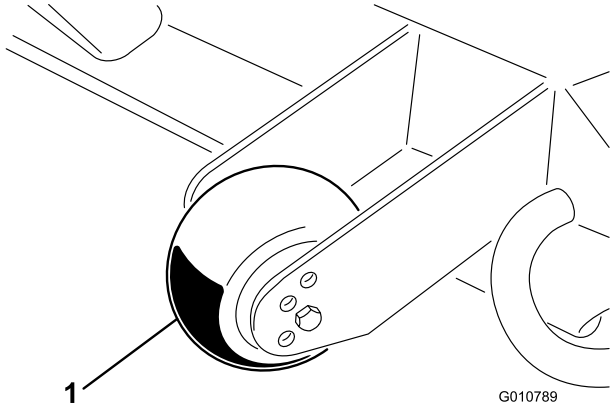

**Figuur 11**
1. Verwijder de tapbout en de moer waarmee het maatwiel is bevestigd aan de beugels van het maaidek (Figuur 11).